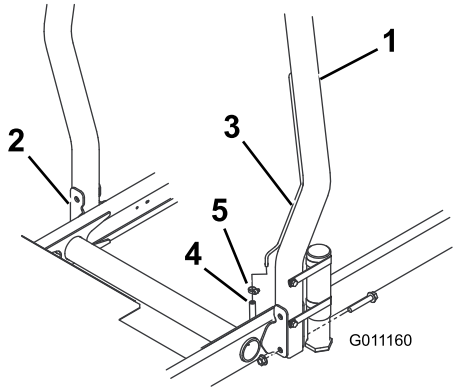

Figuur 12
1. Breng de rolbeugel omlaag op de montagebeugels van de tractie-eenheid en lijn de montage-openingen uit. Controleer of de ontluchtingsbuis van de rolbeugel zich aan de linkerkant van de machine bevindt (Figuur 12).
2. Bevestig de beide zijden van de rolbeugel aan de montagebeugels met 2 flenskopbouten en borgmoeren (Figuur 12). Draai het bevestigingsmateriaal vast tot 81 Nm.